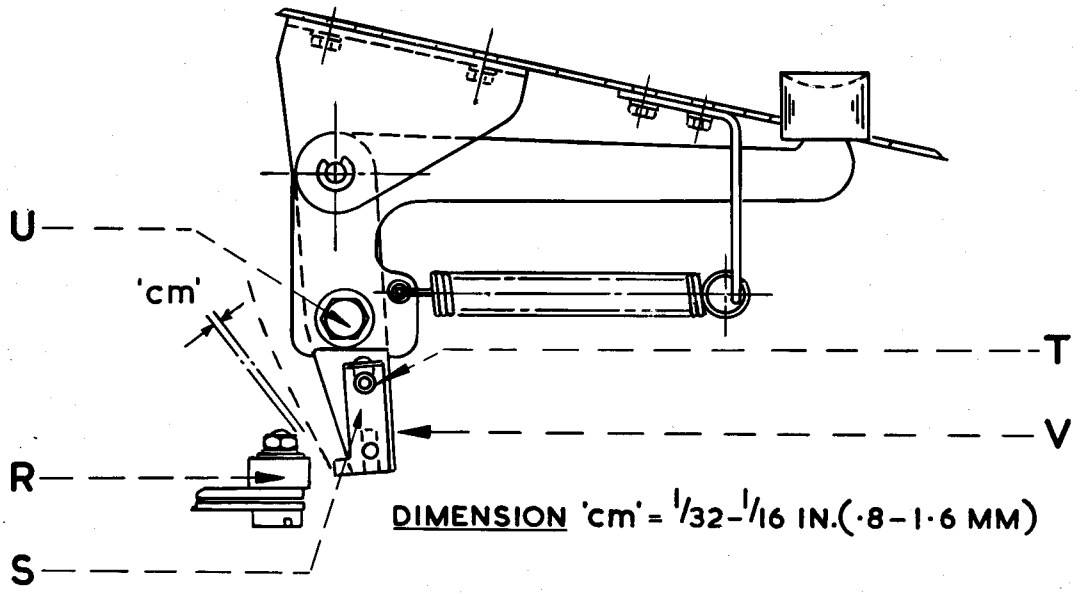

FIG. 122
48. Back Space Lever (Fig.122)
48.1 Open and close the front cover lid, and check that there is a clearance of 1/32 - 1/16 in. (.8 - 1.6 mm.), i.e. dimension 'cm', between block S, Fig.122, and roller R. Check also that the rounded part of block S engages the centre of roller R when the keybar is depressed.